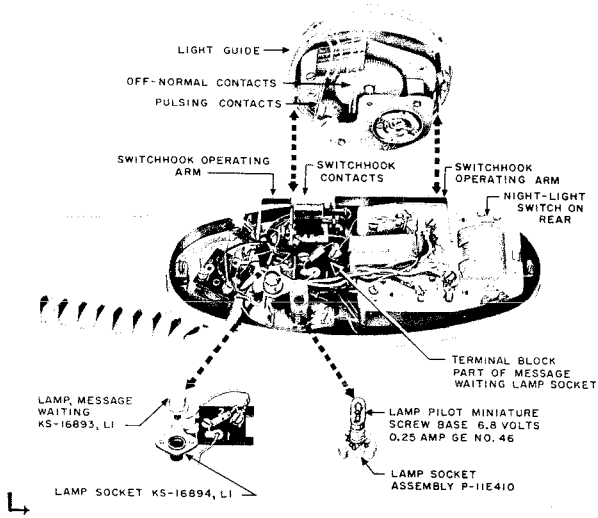

Fig. 19 — 701D Telephone Set with Dial and Lamp Socket
4.08 The lamp socket assembly, with the lamp, is easily removed through the base of the set. It is not necessary to open the set for lamp replacement. (See Fig. 19, 20 and 21.)